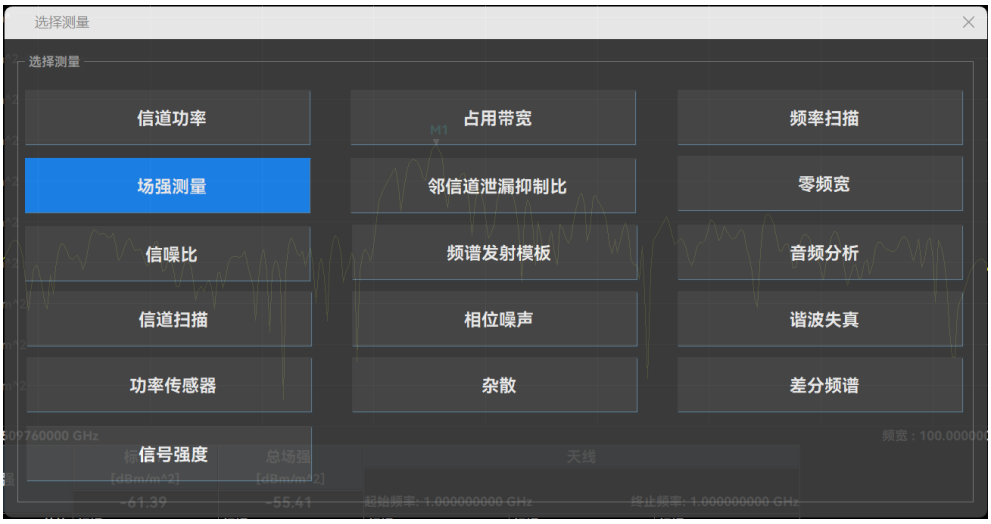

图 5.11 选择测量界面图
- 按**【测量】**，选择**【场强】**测试功能，界面显示如图 5.11 所示: